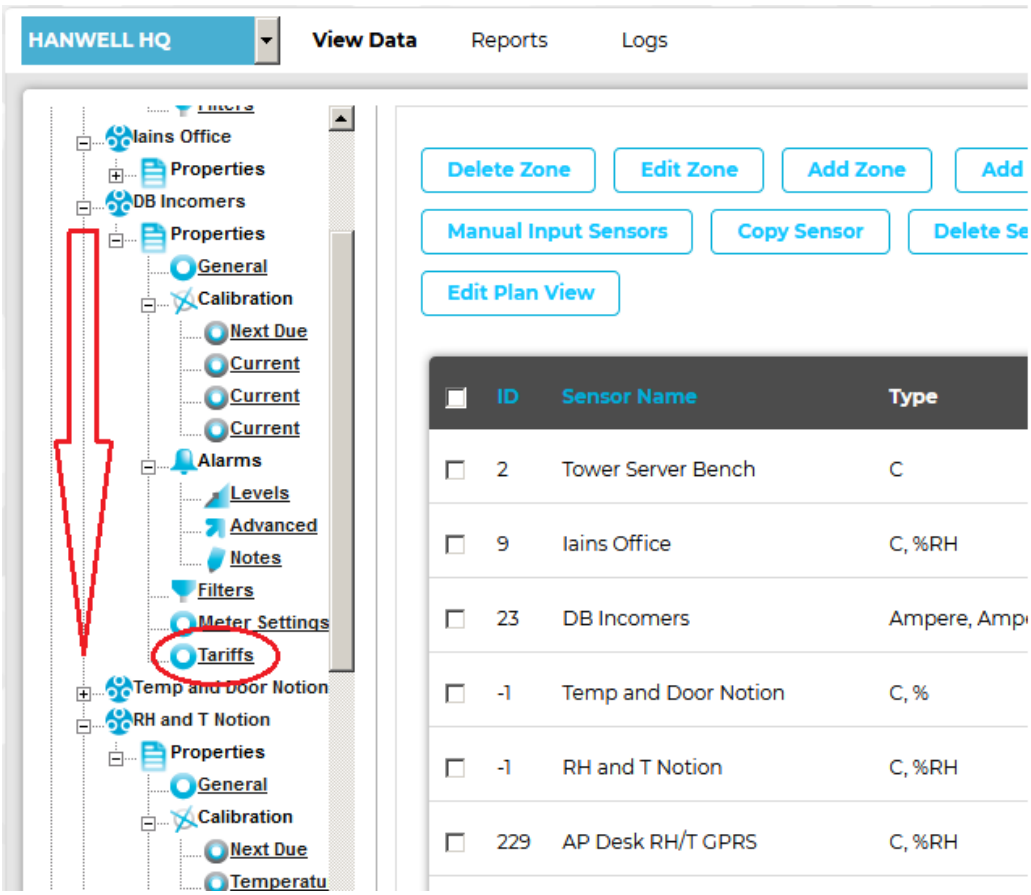

Figure 90
1. From **Edit Mode** in the EMS interface, select the required Current Clamp Sensor in the left-hand tree and expand its entry by clicking on the + icon. See Figure 90 below:
2. Click on the **Tariffs** entry. See Figure 90 above.